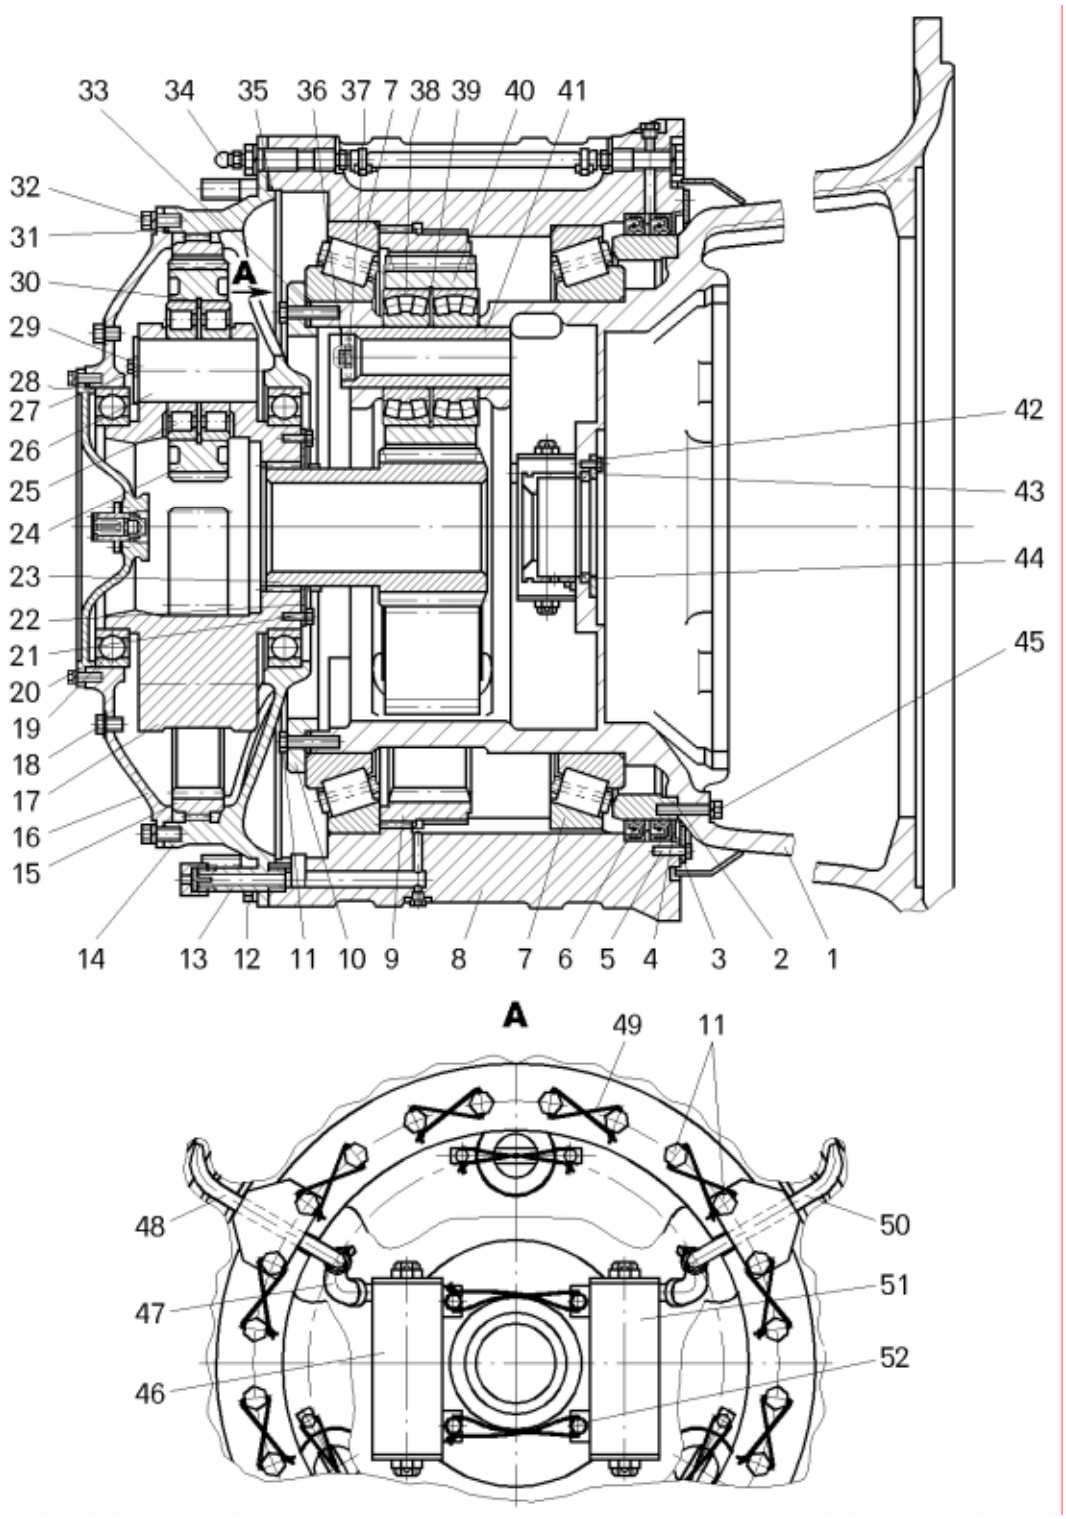
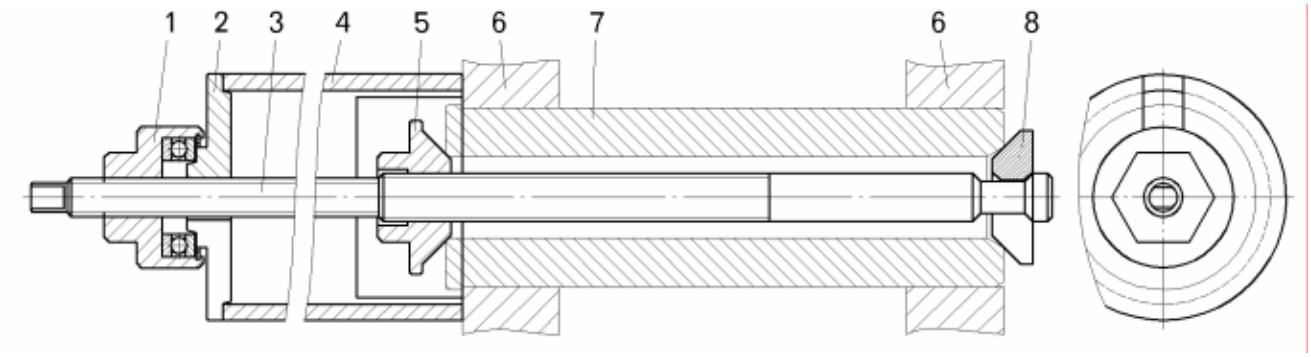
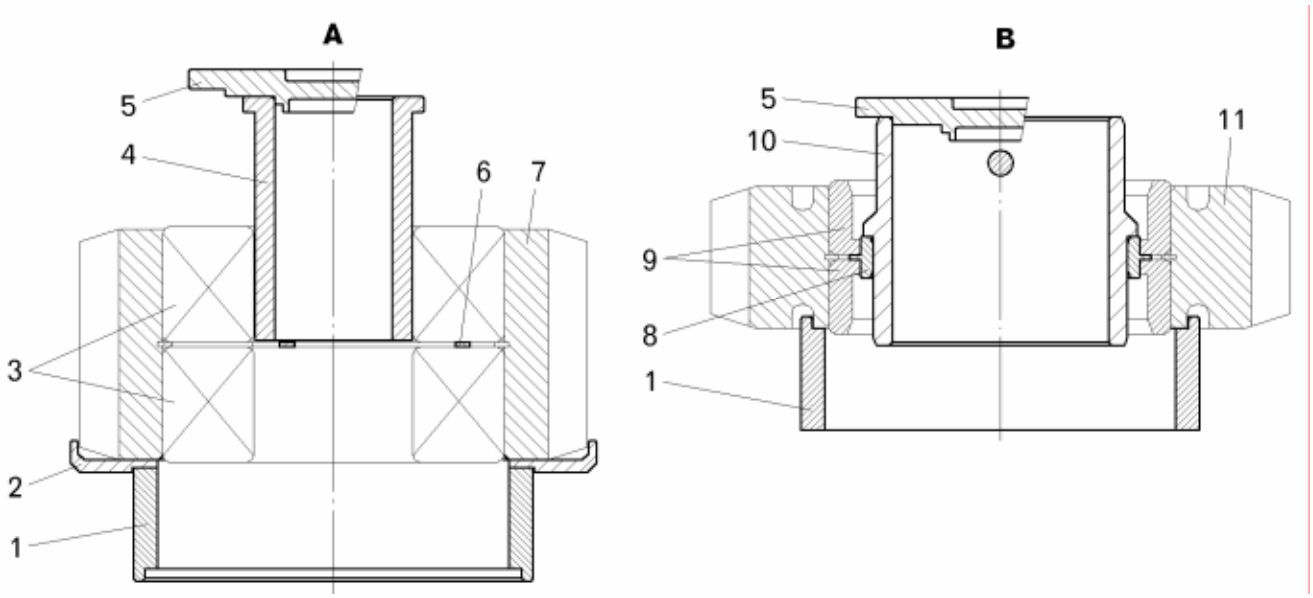
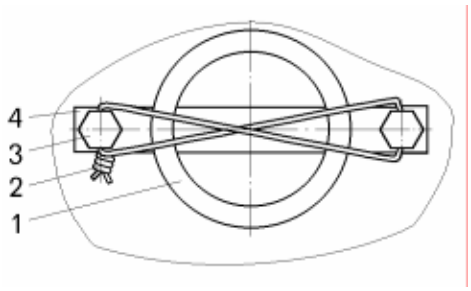

Рисунок 7.4 – Редуктор мотор-колеса:
Рисунок 7.7 – Универсальное приспособление демонтажа осей сателлитов РМК:
Рисунок 7.8 – Приспособление для демонтажа подшипников из сателлитов:
Рисунок 7.13 – Стопорение оси сателлита второго ряда:
– отвернуть болты 42 (рисунок 7.4), извлечь кольцо 43, выпрессовать манжету 44;
– снять уплотнительное кольцо 35 (смотри рисунок 7.4) с ведущей крышки;
– разобрать водило, расшплинтовав и вывернув болты крепления 29 (смотри рисунок 7.4) стопорных пластин 27 осей сателлитов и сняв пластины, выпрессовав оси 26 и сняв сателлиты 24.
Демонтаж осей производить при помощи приспособления (рисунок 7.7). Винт 3 с гайкой 1, установочной гайкой 5 установить в отверстие демонтируемой оси и зафиксировать сухарем 8 с обратной стороны. Гайку 5 зажать до упора. Установить стакан 4 на опорную поверхность, а опорный фланец 2 между гайкой 1 и стаканом 4. Вращая гайку 1 демонтировать ось из корпуса;
– извлечь внутренние кольца подшипников 25 (смотри рисунок 7.4) и дистанционное кольцо из сателлитов 24, выпрессовать наружные кольца приспособлением (рисунок 7.8, вид В). Для этого установить сателлит 11 на втулку опоры 1, установить два сектора 8 между кольцами 9 подшипников, установить сердечник 10 и пяту нажимную 5 и выпрессовать наружное кольцо;
– извлечь из сателлита стопорное кольцо 30 (смотри рисунок 7.4);
– расстопорить и вывернуть болты 36 (смотри рисунок 7.4) крепления стопорных пластин осей сателлитов второго ряда, снять стопорные пластины 37 и выпрессовать оси сателлитов 41 приспособлением (рисунок 7.7);
– извлечь сателлиты 40 (смотри рисунок 7.4), выпрессовать из них подшипники 38 приспособлением (рисунок 7.8, вид А), извлечь дистанционное кольцо и стопорное кольцо 39;
– корпус редуктора 1 электромотор-колеса (смотри рисунок 7.4) установить на горизонтальную площадку фланцем для крепления и застопорить от вращения;
– установить сателлиты в корпус редуктора 1 (смотри рисунок 7.4), запрессовать оси сателлитов 41, предварительно смазав консистентной смазкой сопрягаемые отверстия корпуса и подшипников, установить стопорные пластины 37 осей сателлитов и закрепить их к корпусу болтами 36, застопорив болты 3 (рисунок 7.13) шплинт-проволокой 2.
– в ступицу колеса 8 (смотри рисунок 7.4) запрессовать наружное кольцо внутреннего подшипника 7, манжеты 6, предварительно смазав консистентной смазкой сопрягаемые поверхности ступицы.